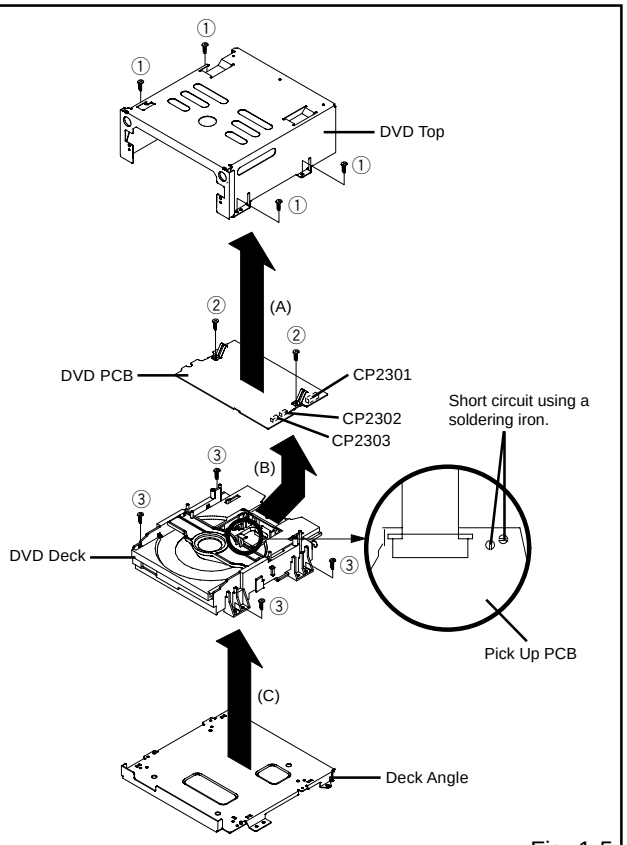

Fig. 1-5
1-5: DVD PCB/DVD DECK (Refer to Fig. 1-5)
1. Short circuit the position shown in **Fig. 1-5** using a soldering iron. If you remove the DVD Deck with no soldering, the Laser may be damaged.
2. Remove the 4 screws ①.
3. Remove the DVD Top in the direction of arrow (A).
5. Remove the 2 screws ②.
6. Remove the DVD PCB in the direction of arrow (B).
7. Remove the 4 screws ③.
8. Remove the DVD Deck in the direction of arrow (C).